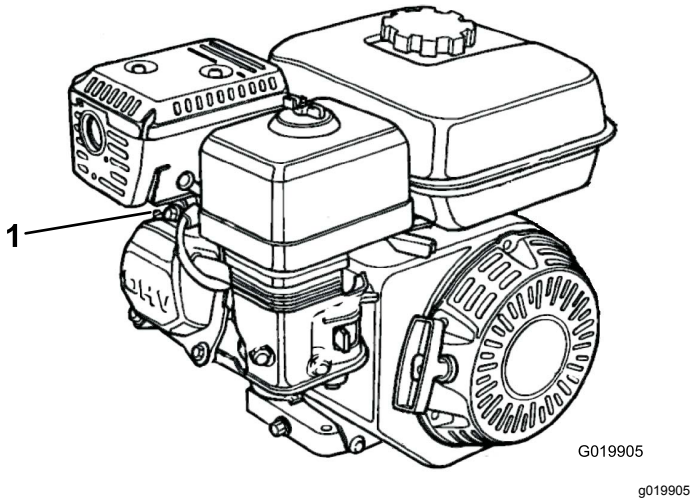

Figur 32
1. Koble fra tennpluggledningen fra tennpluggen (Figur 32).